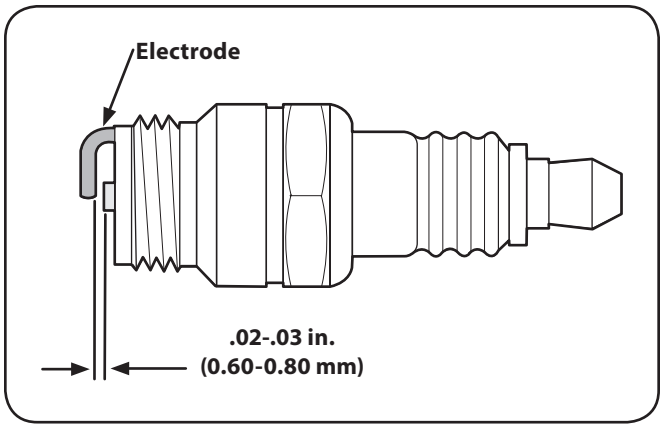

Figure 6-3
6. Measure the plug gap with a feeler gauge. Correct as necessary by bending side electrode. See Figure 6-3. The gap should be set to .02-.03 in. (0.60-0.80 mm).